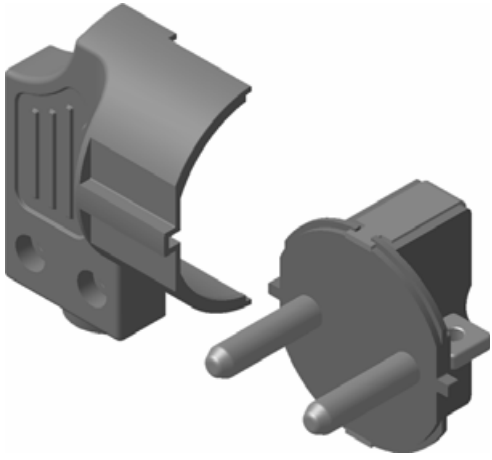

Рис. 7.34
- Из папки Вилка добавьте в сборку деталь **Крышка левая,** предварительно разместите ее так, как показано на рис. 7.34.